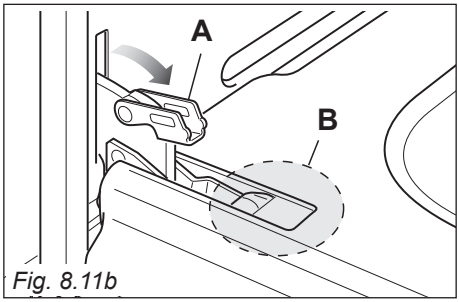

Fig. 8.11b
- Open the lever "**A**" completely on the left and right hinges (fig. 8.11b).
- Gently close the door (fig. 8.11c) until left and right hinge levers "**A**" are hooked to part "**B**" of the door (fig. 8.11b).